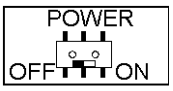

Bild 5
- Erst jetzt das UNIGATE IC einsetzen (Pin 1 beachten!) und die Versorgung einschalten - POWER = ON (Bild 5).